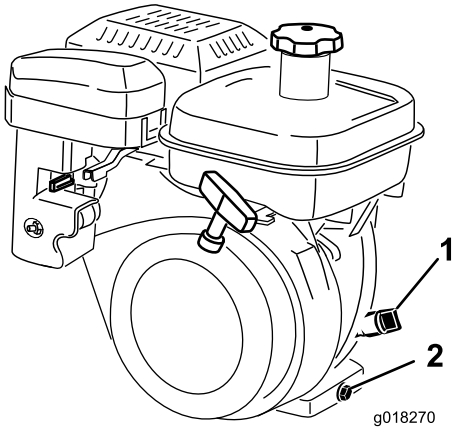

Figur 31
2. Placer plæneklipperen, så motoren er vandret, og rengør området omkring oliestandsmåleren (Figur 31).
3. Drej oliestandsmåleren med uret, og tag den ud (Figur 31).
4. Tør oliestandsmåleren af, og sæt den i påfyldningshullet. Skru ikke måleren fast i hullet. Fjern den, og kontroller oliestanden. Hvis oliestanden er lav, skal du fylde så meget olie på, at standen er mellem H- og L-mærket på målepinden (Figur 31). Kontrollér oliestanden. Fyld ikke for meget på.
2. Anbring en drænbakke under maskinens bagende, direkte under aftapningsproppen (Figur 31). Løsn aftapningsproppen.